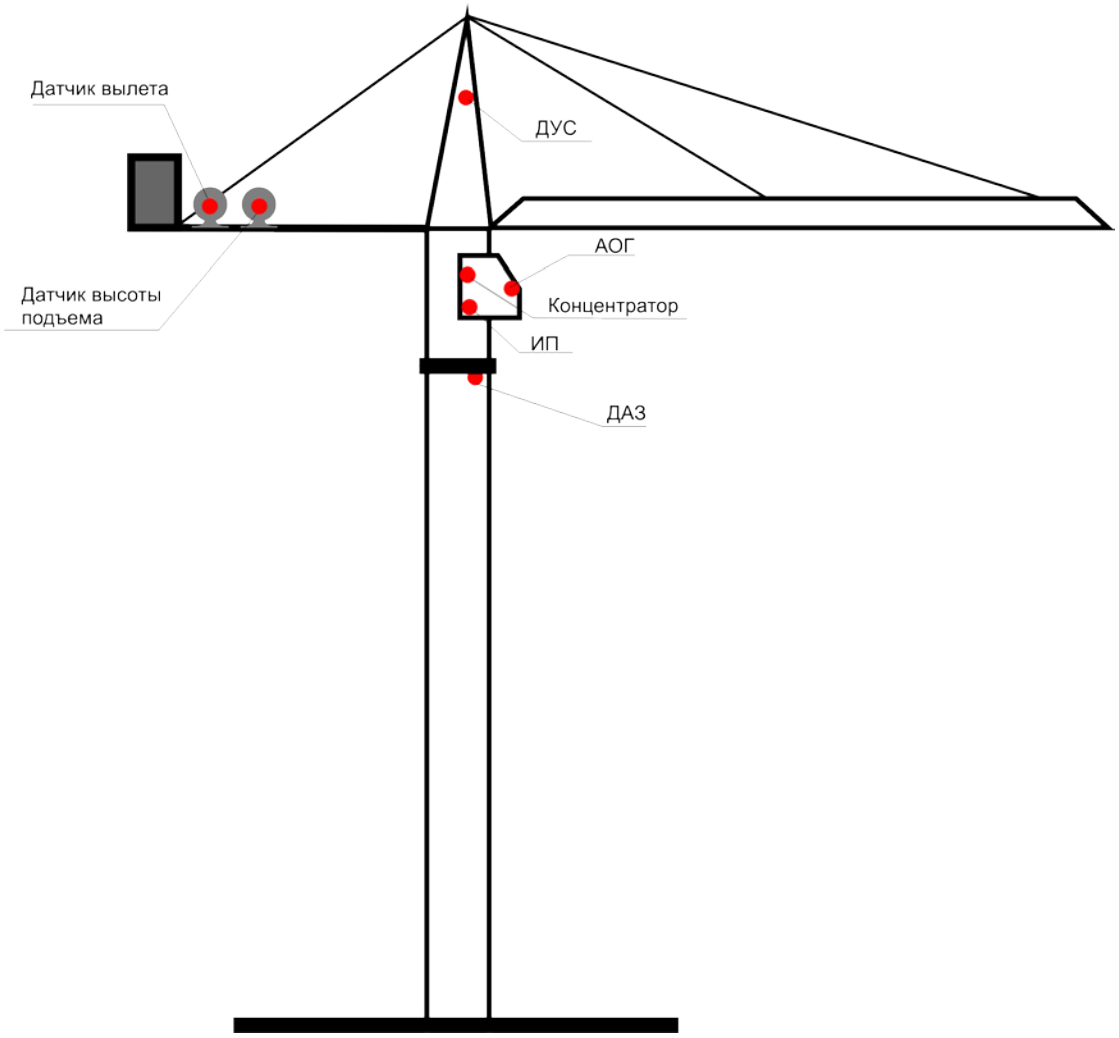

Рис.1
5.1. Система АОГ, Рис.1, состоит из составных частей:
6.2. Размещение элементов системы АОГ на кране показано на Рис.1.